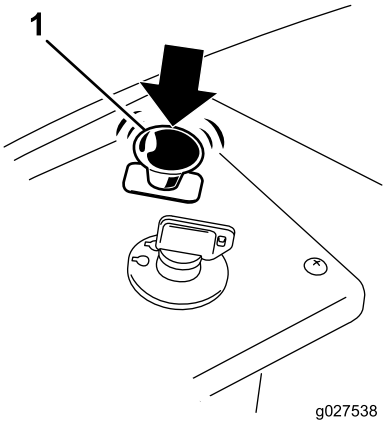

**Figur 13**
1. Deaktiver knivene ved å flytte knivkontrollbryteren til Av (Figur 13).